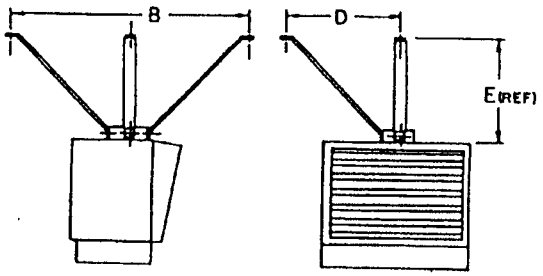

FIG. 3
5. Using bolts, lockwashers and nuts provided, bolt the bracket arms to the bracket mounting base as shown in Fig. 3 or 4. (One bolt and lockwasher to be used to mount heater to bracket assembly.)
Note. On wall mounted brackets (Fig. 3), permanently attach only the two side bracket arms to the bracket mounting base, because the bolt for the centre bracket arm is also to be used to attach the unit heater to the bracket assembly.
For Wall Mounted Heaters : Insert bolt with lockwasher through the hole of the centre bracket arm, then through the hole in the bottom of the bracket mounting base, and tighten the bolt into the threaded hole provided in the top of the heater (Fig. 3). Discard the unused bolt, lockwasher and nut.